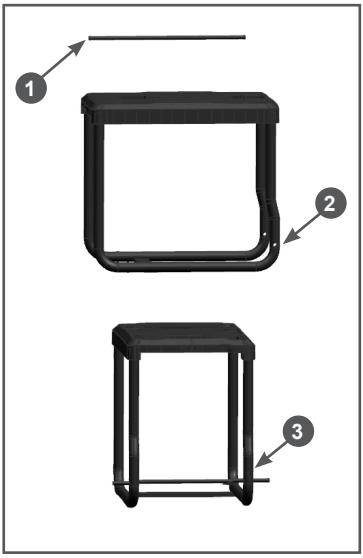

Рис. 3 Установка оси колес
2. Установите ось 1 колес в отверстие 2 опоры 3 (Рис. 3).